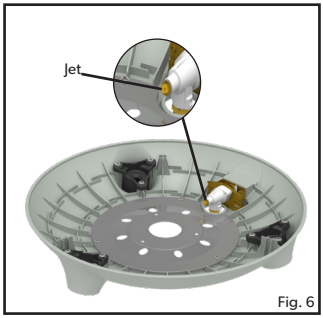

Fig. 6
- **Per sostituire il getto**: Rimuovere tutte le superfici mobili, nonché il vassoio di servizio e le gambe dall'apparecchio. Capovolgere la base del bruciatore e rimuovere le 3 viti dalla piastra di copertura inferiore (fig.4) per separare la base del bruciatore dal gruppo bruciatore (fig. 5). Scollegare il cavo piezoelettrico facendo attenzione a non danneggiarlo e rimuovere il gruppo bruciatore dal corpo della base bruciatore per esporre il getto (fig. 6). Il getto può ora essere rimosso utilizzando una chiave adatta. Non utilizzare pinze in quanto potrebbero danneggiare il getto rendendolo inutilizzabile o impossibile da rimuovere. Avvitare il nuovo getto nella valvola. Non serrare eccessivamente in quanto ciò potrebbe danneggiare l'unità.